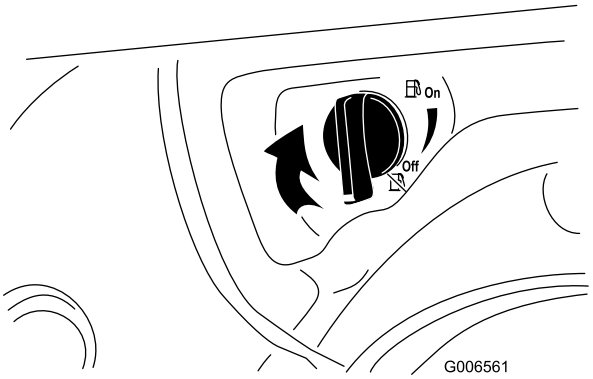

Figur 31
4. Stäng bränslekranen genom att vrida den medsols (Figur 31).